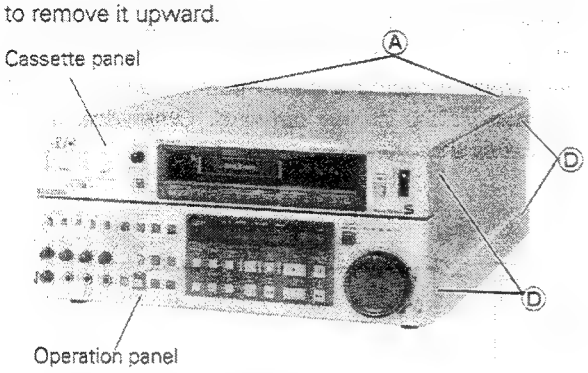

Fig. 1-1-1
2. Remove four screws Ⓓ (see Fig. 1-1-1) and take off a side cover.